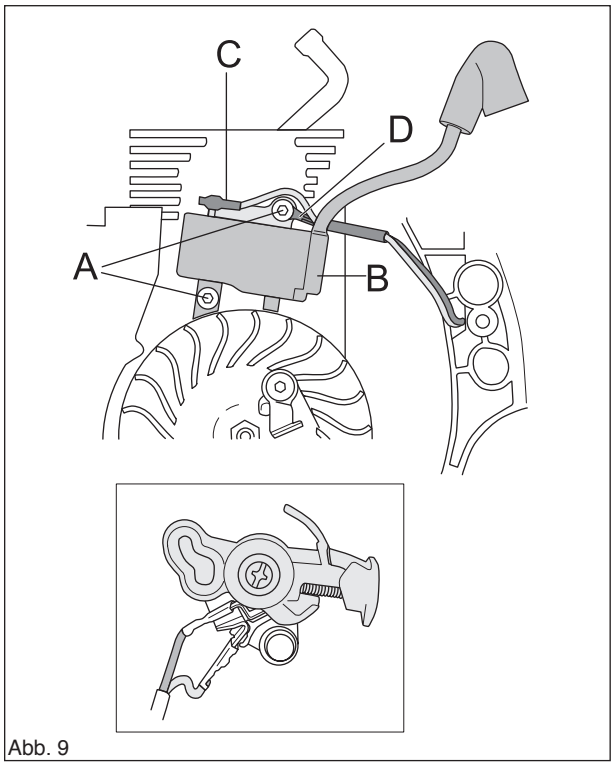

Abb. 9
Für den Austausch des Zündmoduls (B) zum Ausbauen den Kabelschuh (C) und die Schraube (A) lösen. Soll nur das Schwungrad ausgebaut werden, kann das Zündmodul montiert bleiben. (Siehe Abb. 9.)
Wenn die Kabel ausgetauscht werden, sind sie wie abgebildet am Stoppschalter anzubringen. (Siehe Abb. 9.)